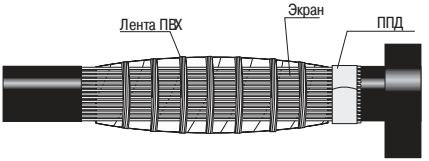

Рисунок 14
4.22 Снять б нд ж с проволок экр н н р зделке с предуст новленной ППД. Длинные проволоки экр н освободить от б нд ж и р зогнуть вдоль муфты, н ложить н экр н р зделки с предуст новленной ППД и з крепить, домот в пружину (рисунок 14).